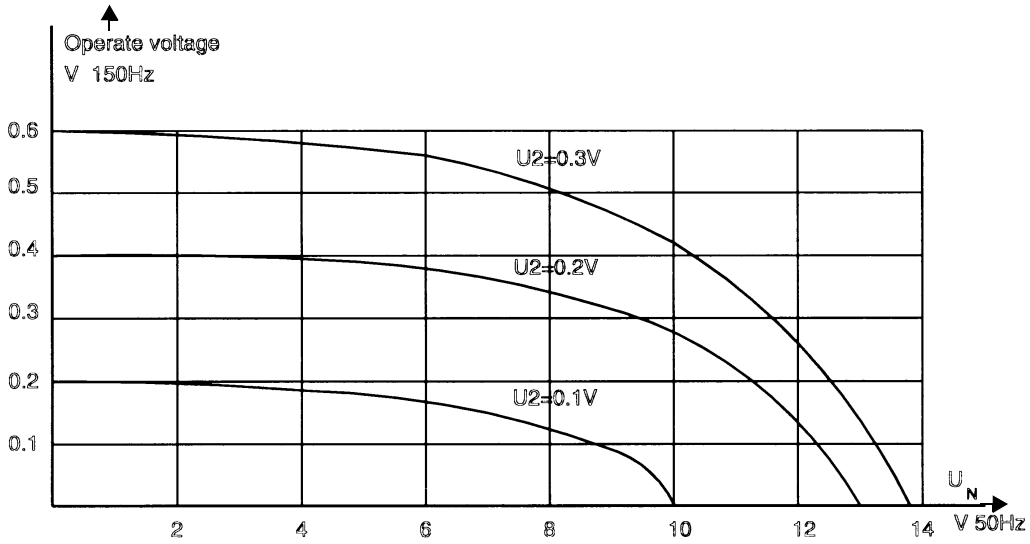
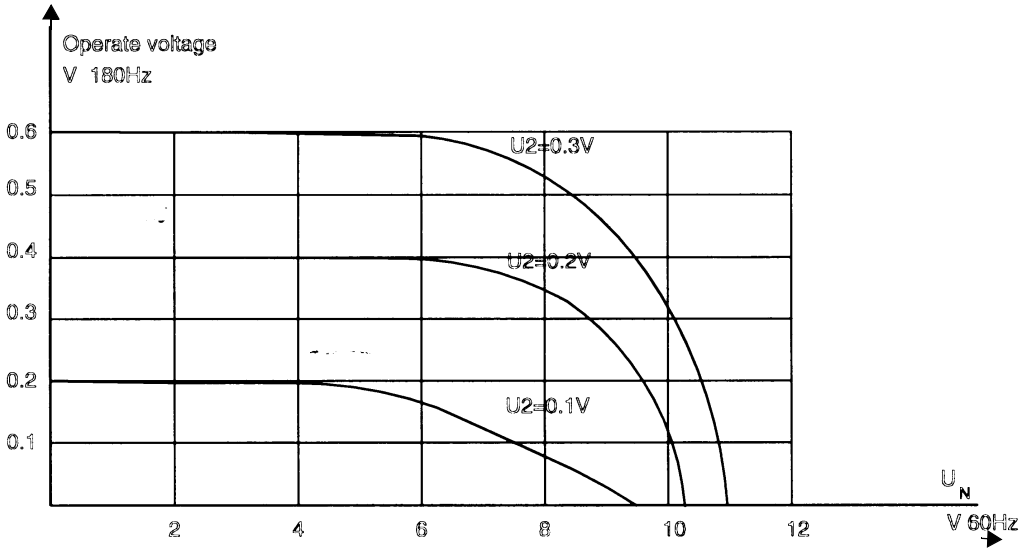

Fig. 5 Operate values for third harmonic relay when subjected to mixture of third harmonic and fundamental frequency voltages. f = 50 Hz
Fig. 6 Operate values for third harmonic relay when subjected to mixture of third harmonic and fundamental frequency voltages. f = 60 Hz
From Fig. 5 it is seen, that with third harmonic relay operate value 0,40 V (U2=0,2V), the relay would operate when the combination of 0,30 V third harmonic and 7,5 V fundamental frequency voltage is fed to the relay. Hence, with the higher setting of 0,47 V, there is an overlapping from 5 % up to more than 7,5 % off the neutral.
*) The operate voltage is two times set value, due to voltage drop in the voltage limiting unit RXTDA 1. Fig. 5 and 6 show the influence of the fundamental frequency voltage to the operate values.
The influence of the fundamental frequency voltage varies with the phase angle between the fundamental and the third harmonic voltages. Fig. 5 and Fig. 6 show the worst case, that is, when the fundamental frequency voltage has maximum influence on the relay undervoltage operate value.